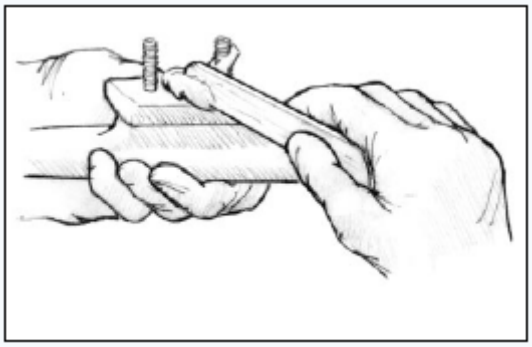

Рис.17. Покройте обратную сторону оборудования и резьбу болта загущённой эпоксидной смолой
4. Введите смесь загущённой эпоксидной смолы с наполнителем 404 или 406 в отверстие. Используйте достаточное количество смеси, чтобы не оставалось незаполненных участков после того, как болт будет введён. Покройте обратную сторону оборудования и резьбу болта загущенной эпоксидной смолой *(Рисунок 17)*.